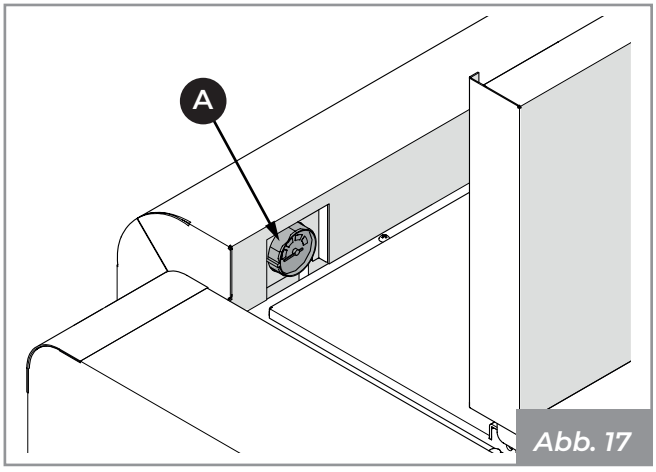
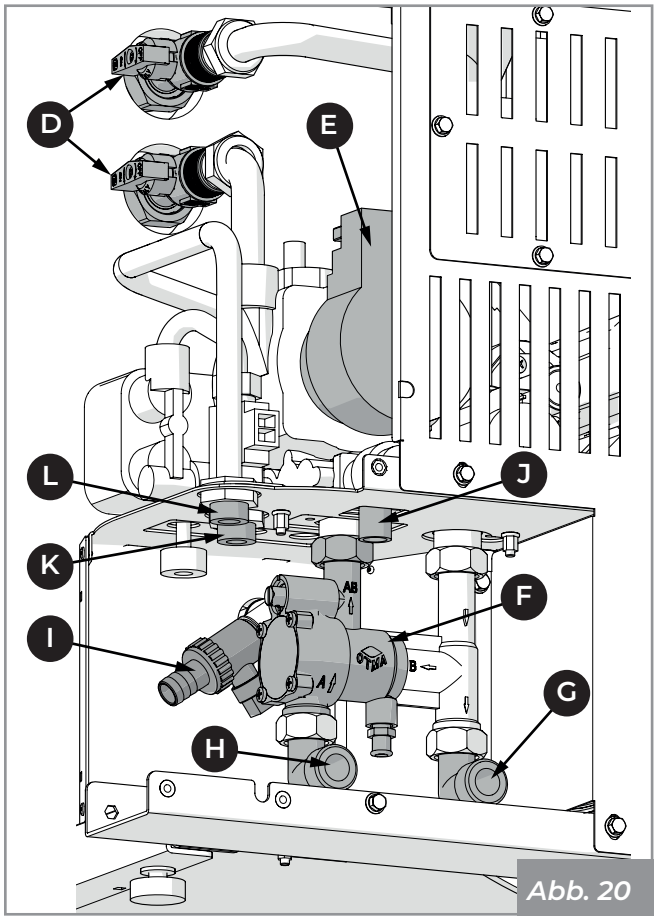

Abb. 17
Abb. 20
6.3.1 Beschreibung des hydraulischen Kreislaufs (Abb. 17 ÷ Abb. 20)
6.3.2 Hydraulische Anschlüsse (Abb. 17 ÷ Abb. 20)